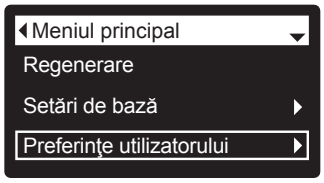

FIG. 57
2. Apăsaţi ÎN JOS (▼), pentru a defila opțiunile meniului de evidenţierea **User preferences** (preferințele utilizatorului) (fig. 57).